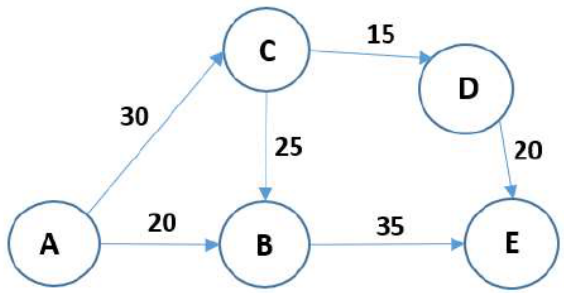

Figure 2b: Medical Device Distribution Network
Q8b. A manufacturer has a plant (Node A) producing a medical device. The product is shipped to customers (Nodes D & E). The distribution network for shipping the product is shown in Figure 2b where the values on the arcs represent unit shipping costs. The manufacturer wants to find out the lowest cost shipping plan by formulating a Linear Programming (LP) model to solve the Minimum Cost Flow problem.